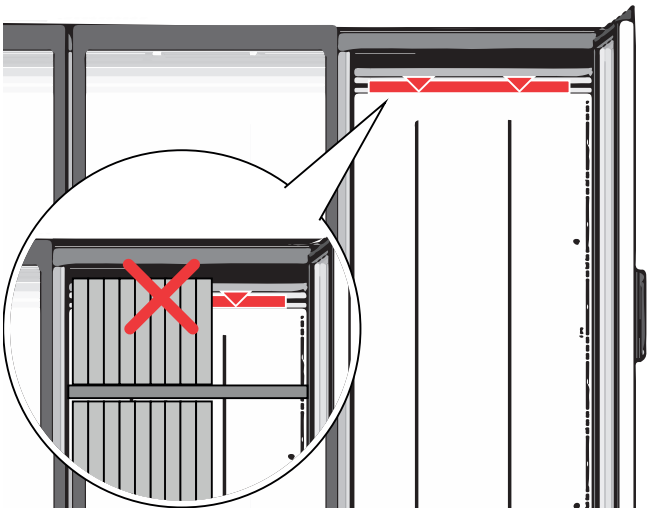

Fig. 16
- La mercancía no sobrepase la línea de carga ("Fig. 16").